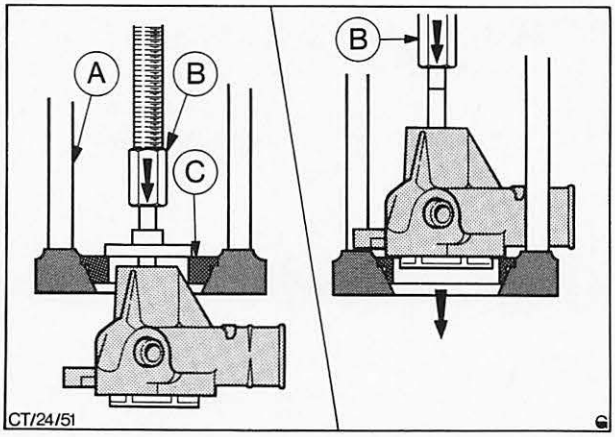

Abb. 74 Nabe – Riemenscheibe abpressen/Lagerwelle komplett herauspressen
1. Riemenscheibe von der Pumpenwelle abziehen; Ringeinsatz P-8000-4B zwischen Riemenscheibennabe und Werkzeug CPT-8000 einlegen und Pumpenwelle mit Pumpe abpressen, Abb. 74.
2. Pumpengehäuse abstützen und Lagerwelle mit Dichtring und Schaufelrad komplett herauspressen, Abb. 74.